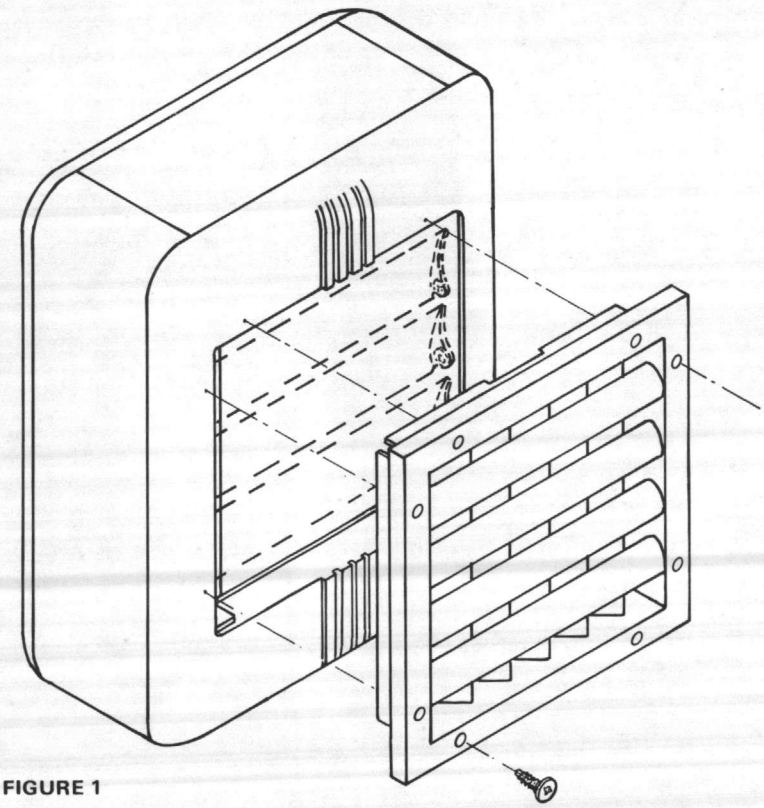

FIGURE 1
1. Remove single deflection louvers by removing the screw on each end of the louver (see Fig. 1).
2. Position the double deflection louver assembly against the unit with the outermost louvers in the horizontal position and use it as a template for marking attaching hole locations on the unit (see Fig. 1).